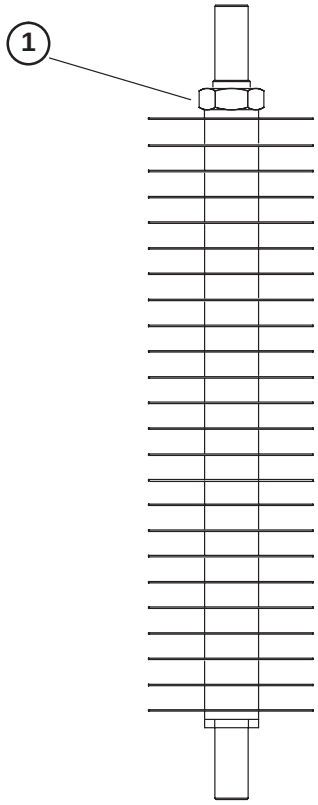

Figure 12
Removing Dethatcher Blades From Shaft (Fig. 12)
2. Place the drive end of dethatcher shaft in a vise and secure (Fig. 12).